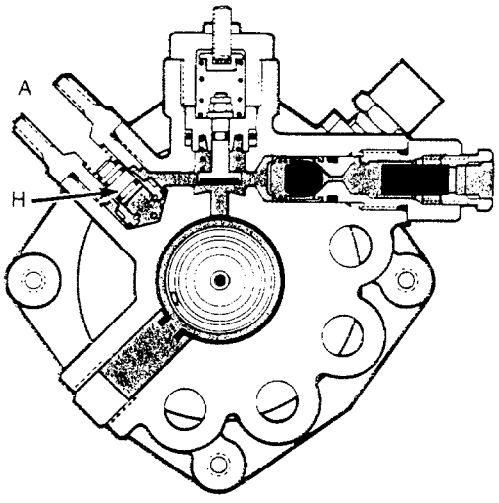

Figure 10 — Spring Brake Relay Valve — Service Line Failure
26. Should the spring brake relay valve become detached from the air reservoir or a service brake chamber diaphragm fail, the brakes will not apply on any axle due to valve H sealing the reservoir port A and containing full line pressure in the spring brake system (see Fig. 10).